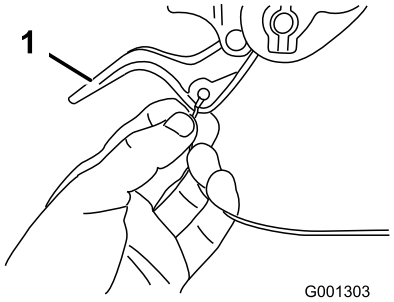

**Figure 6**
2. Route either the left or right cable end over the lower handle and insert the cable end into the hole in the corresponding wheel clutch lever (Figure 6).